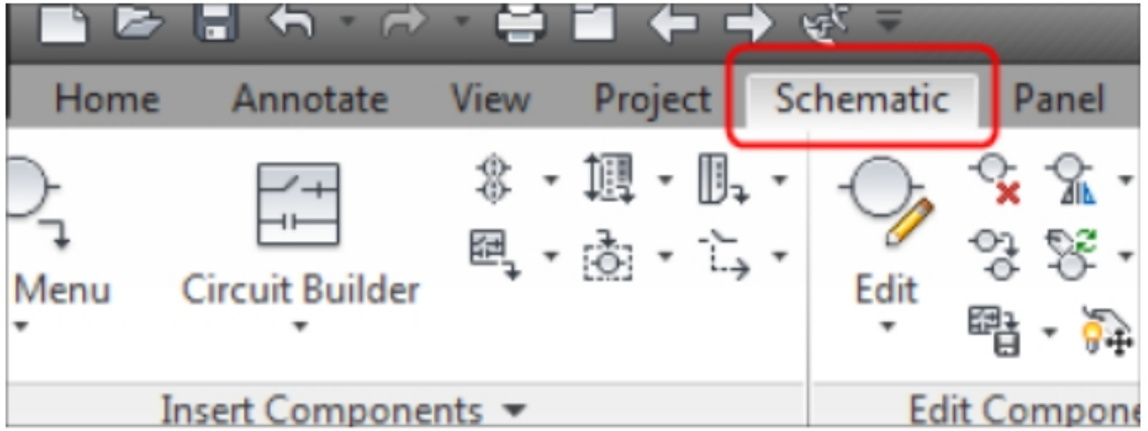

Figure-31. Schematic tab
- Click on the **Schematic** tab if you are still in the **Home** tab; refer to Figure-31.